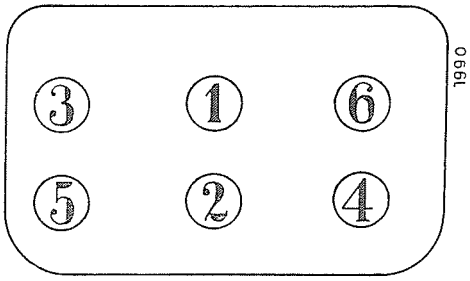
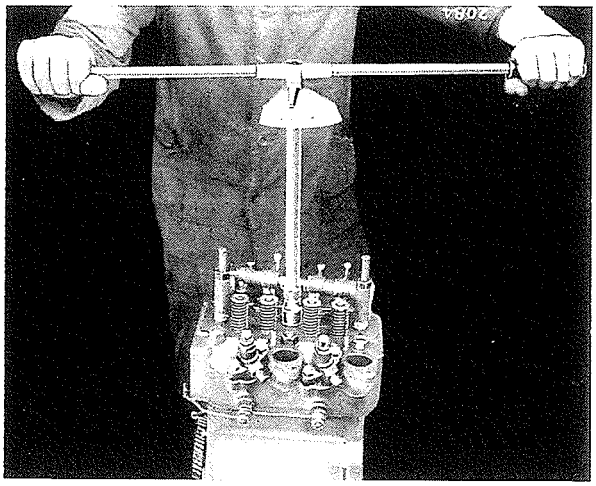

Bild 50
Bild 51
Dabei ist die in Bild 50 angegebene Reihenfolge einzuhalten.
Um die Mutter (1) Bild 50 mit dem Manoskop anziehen zu können, wird die Kipphebelwelle nicht vollständig montiert, sondern die vordere Kipphebelwellenstütze wird ohne Welle angebracht. Die hintere Stütze so auf den Stehbolzen aufsetzen, daß die Kipphebelwelle beim Anziehen der Zylinderkopfmuttern (1) nicht hindert, Bild 51.